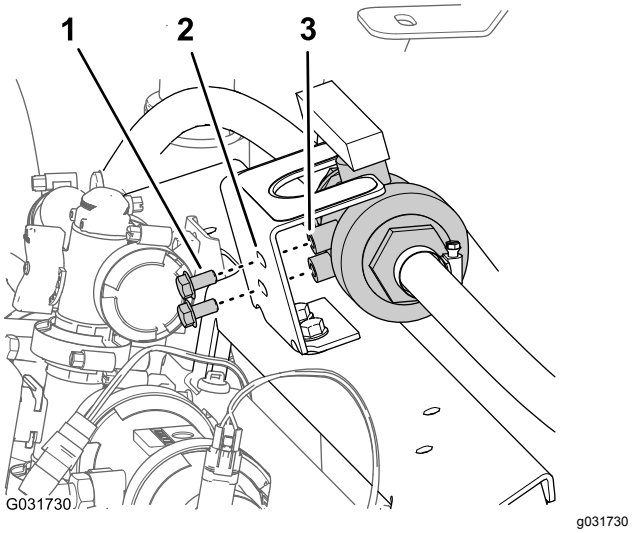

Figur 230
4. Innrett det gjengede navet til kuleventilen med de to hullene i monteringsbraketten (Figur 230).
5. Monter ventilen på monteringsbraketten (Figur 230) med de to flenshodeboltene (5/16 x ⅝ tomme) som du fjernet i trinn 3 av 9 Koble fra det valgfrie EU-samsvarssettet (side 22), og stram boltene for hånd.